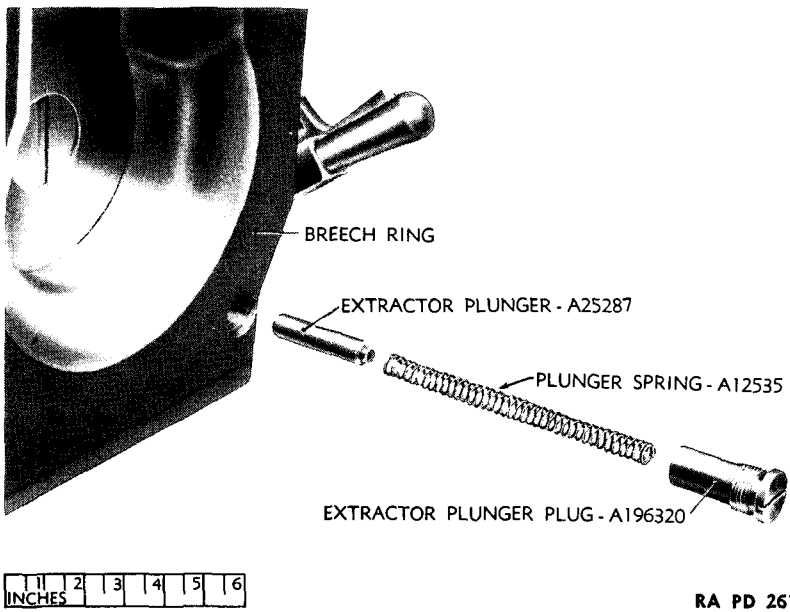

Figure 33 — Removing Extractor Plungers
48. EXTRACTOR PLUNGERS (fig. 33).